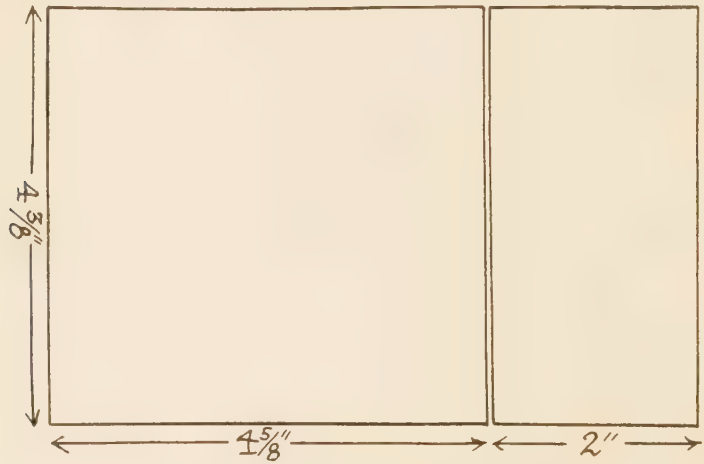
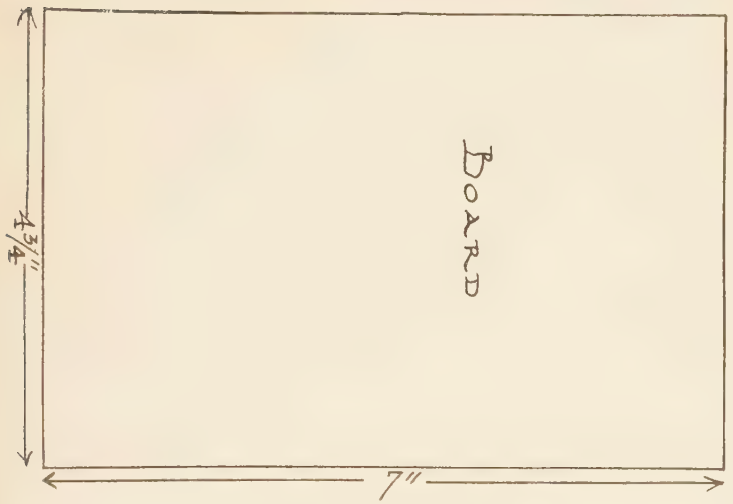

Fig. 65—Easel Boards for Calendar
FIG. 66—FACE BOARD FOR CALENDAR
1. Take the sheet of stiff binders board provided, test it for the grain and on the board shears cut a piece $4\frac{3}{4}''$ x 7″ with the grain the 7″ way (Fig. 66), another piece $4\frac{3}{4}''$ x 2″, grain $4\frac{3}{8}''$ way and a third $4\frac{3}{8}''$ x $4\frac{5}{8}''$, grain the $4\frac{5}{8}''$ way. (Fig. 65.)